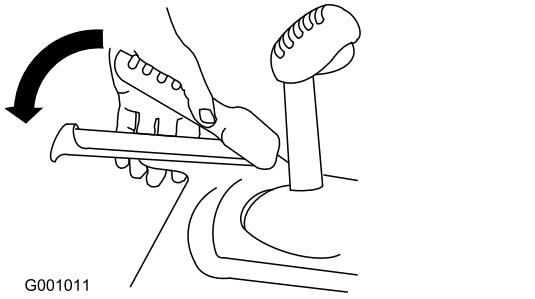

Rysunek 35
2. Załącz dźwignię trakcji i przytrzymaj w tym położeniu (Rysunek 35).